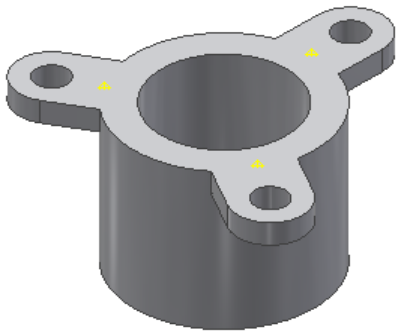

Figure 19-49 *Total points specified for gate location*
4. Similarly, specify two more points on the part, as shown in Figure 19-49 and then choose the **Done** button from the dialog box.